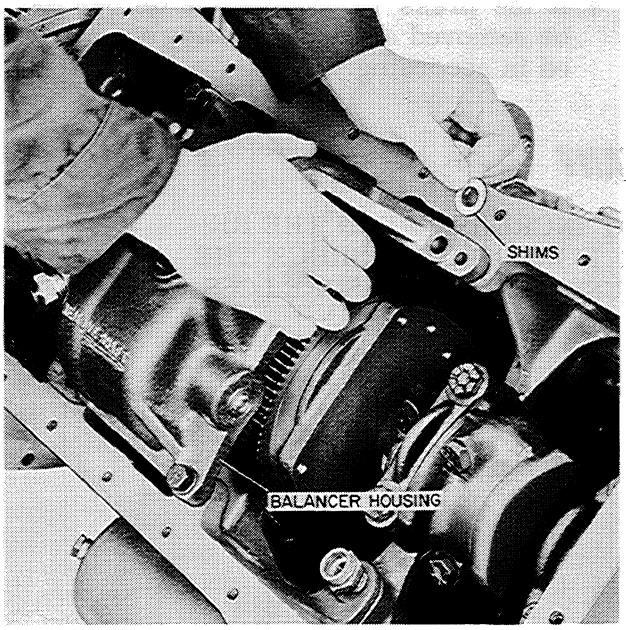

Figure MM-14
4. Remove the four balancer mounting cap-screws, Figure MM-14.
MAKE NOTE OF THE SHIMS INSTALLED BETWEEN THE BALANCER MOUNTING POINTS AND THE CYLINDER BLOCK MOUNTING PADS, FIGURE MM-14. THESE ARE INSTALLED TO MAINTAIN THE PROPER BACKLASH BETWEEN THE DRIVE GEAR ON THE CRANKSHAFT AND THE DRIVEN GEAR IN THE BALANCER.